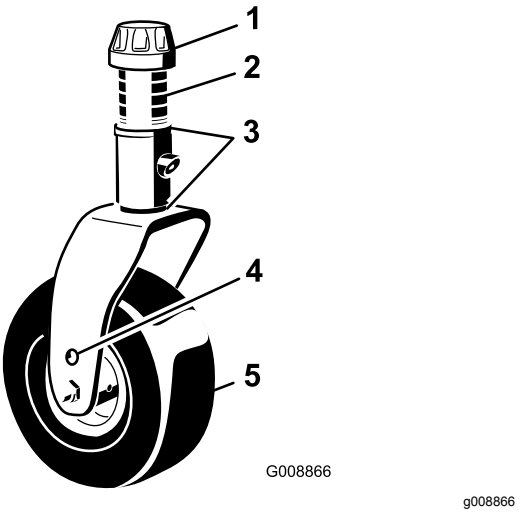

Figur 128
1. Fjern spennhetten fra spindelakselen, og skyv spindelen ut av styrearmen (Figur 128).
Fjern spennhetten og styregaffelen (Figur 128).